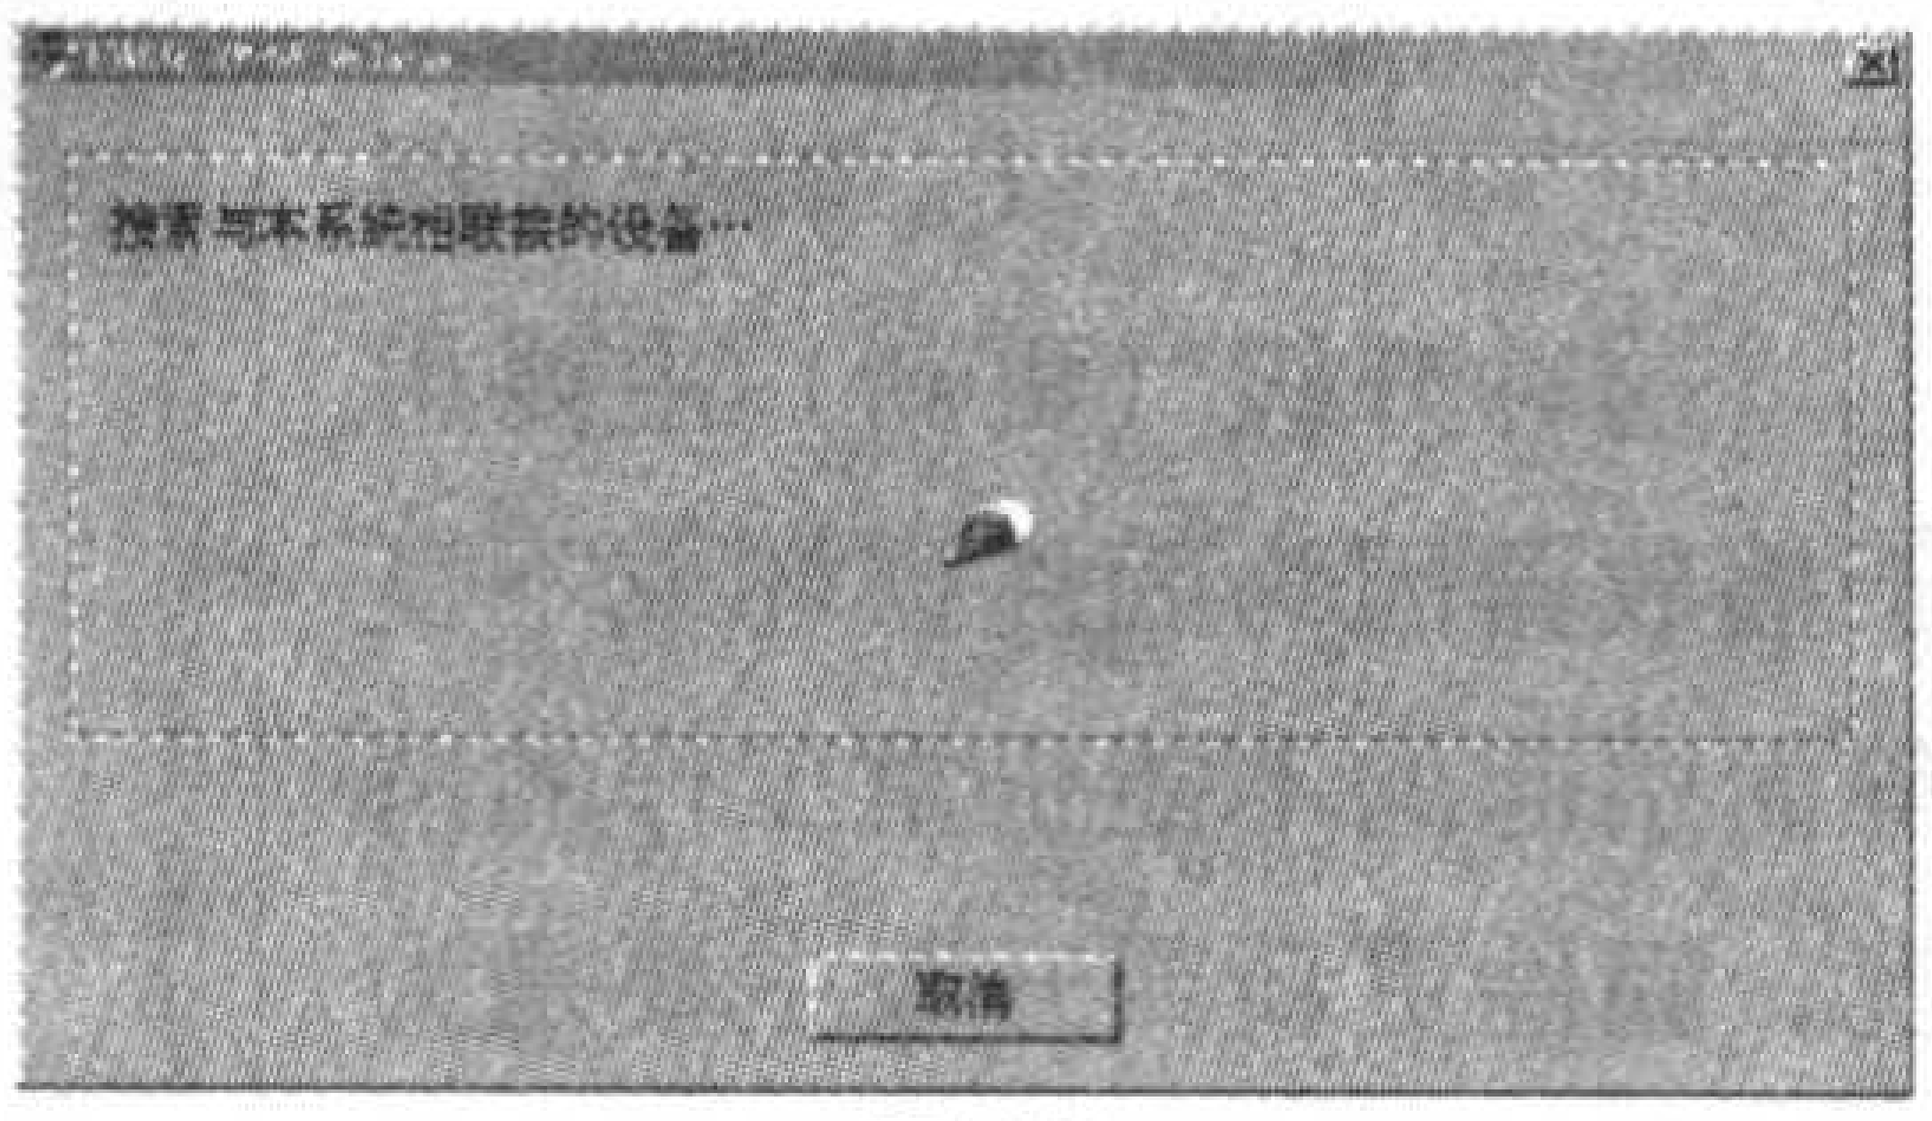

图10
(6) 升级工具启动后即自动搜索MP3播放器，如图10所示。升级程序找到了MP3播放器后，就可松开播放键。此时会弹出固件升级选框。在窗口的“格式化数据区”选项前面打勾，再点“开始”按钮，升级就开始了。